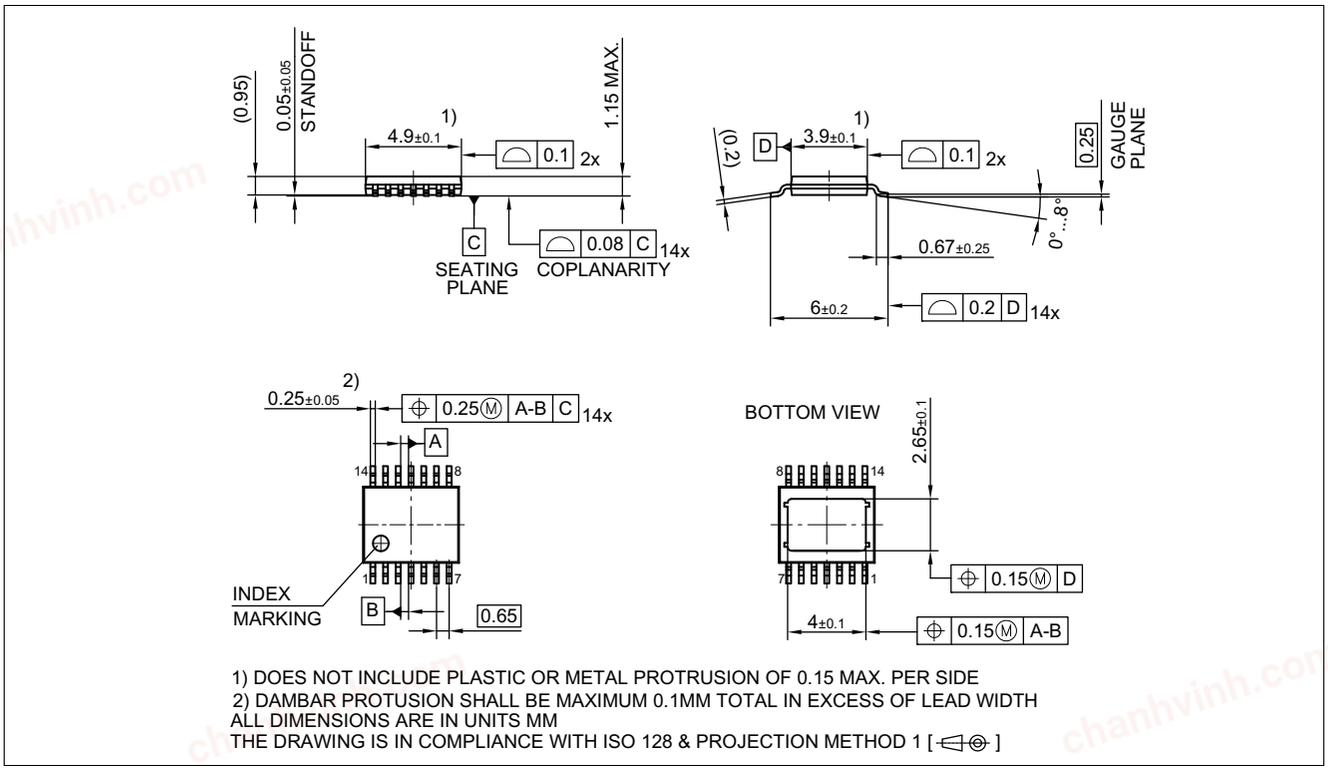
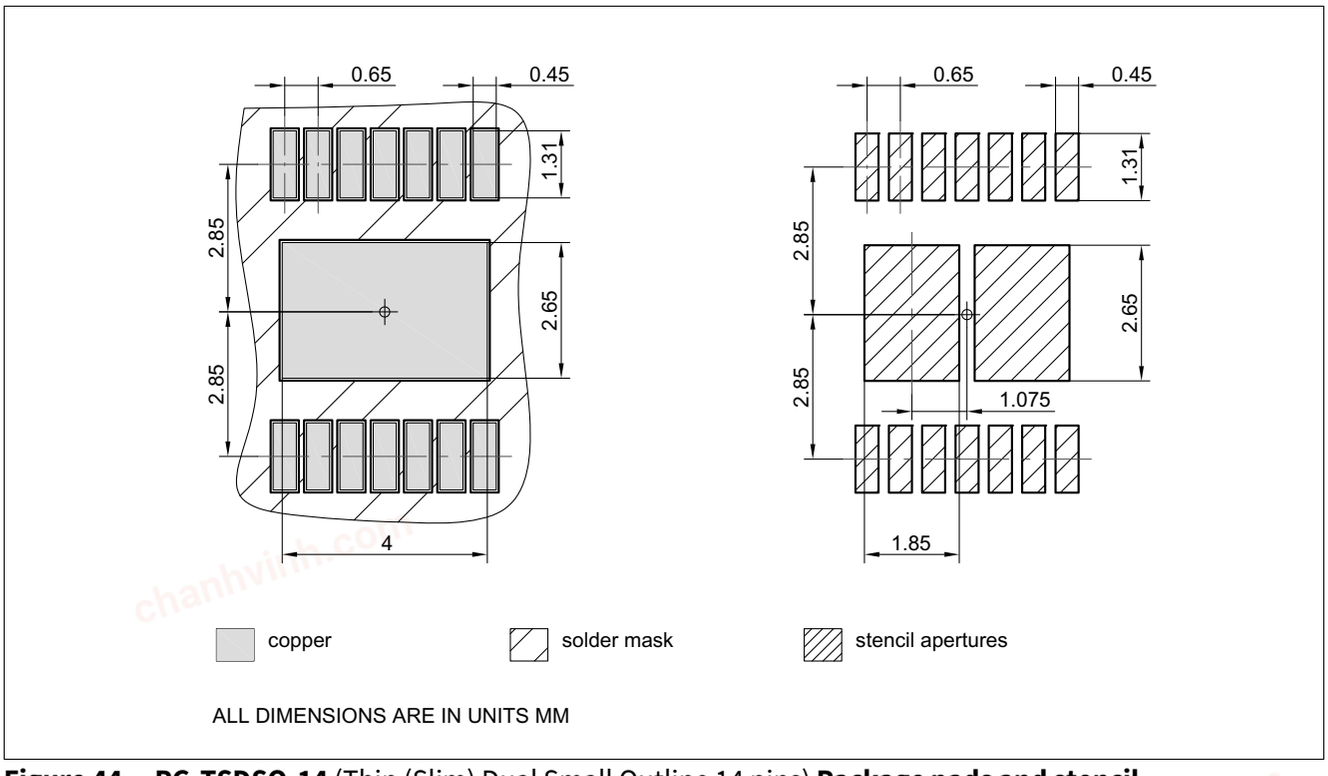

Figure 43 PG-TSDSO-14 (Thin (Slim) Dual Small Outline 14 pins) **Package Outline**
Figure 44 PG-TSDSO-14 (Thin (Slim) Dual Small Outline 14 pins) **Package pads and stencil**
1.01, 2019-06-26	**Chapter 9.2** updated (2 V → $V_{DS(OLOFF)}$) General: updated (ReverSave™ → ReverseON) **Figure 1** updated **Chapter 1** updated ((inserted headline "Product Validation"), (Qualified in accordance with AEC Q100 grade 1 → Qualified for automotive applications. Product validation according to AEC-Q100 Grade 1.)) General: updated Product Name (PROFET™+2 → PROFET™+2 12V) Page 1: updated figure product **Table 23** updated punctuation **Chapter 9.3.1** updated (typo) P_8.7.1.1 updated (see → see Overload Current Thresholds variation with V_{DS}) Page 1: updated (Package PG-TSDSO-14-22 → Package PG-TSDSO-14) **Figure 29** updated **Figure 43** updated (PG-TSDSO-14-22 (Thin (Slim) Dual Small Outline 14 pins) Package Outline → PG-TSDSO-14 (Thin (Slim) Dual Small Outline 14 pins) Package Outline) **Figure 44** updated (PG-TSDSO-14-22 (Thin (Slim) Dual Small Outline 14 pins) Package pads and stencil → PG-TSDSO-14 (Thin (Slim) Dual Small Outline 14 pins) Package pads and stencil) **Table 1** updated ((Symbol: $I_{VS(SLEEP)}$ → $I_{VS(SLEEP)_85}$), (Parameter: Minimum Overvoltage protection (T_J = 25 °C) → Minimum Overvoltage protection (T_J ≥ 25 °C)) P_9.6.0.6 updated (Note or Test Condition: removed unnecessary line-break)